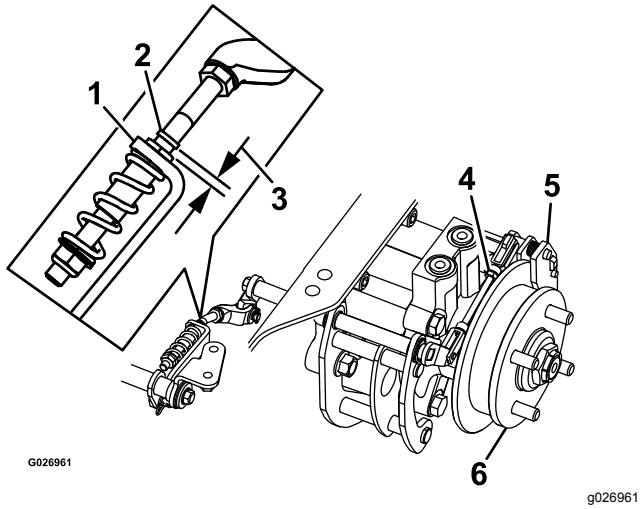

Figuur 89
7. Controleer of er ruimte zichtbaar is tussen de L-beugel en de aanslag van de koppeling (Figuur 89).